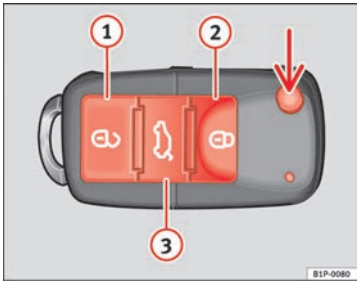

Fig. 41 Assignment of buttons on the remote control key
Using the button ⇒ fig. 41 (arrow) on the control, the key blade is released.
Unlocking the vehicle ⇒ fig. 41 (1).
Locking the vehicle ⇒ fig. 41 (2).
Unlocking the tailgate. Press button ⇒ fig. 41 (3) until all the turn signals on the vehicle flash briefly. When the unlocking button (3) is pressed, you have 2 minutes to open the door. Once this time has passed, it will lock again.
– Press the button (2) ⇒ page 75, fig. 41 on the remote control.
– Press the button (1) ⇒ page 75, fig. 41 on the remote control.
To change the locking / unlocking status, press the button or the button 1 ⇒ page 75, fig. 41 on the remote control key.